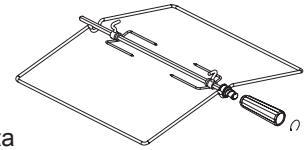
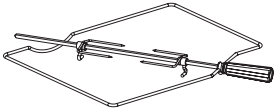

рис. 10
рис. 10.1
■ Электрошкаф может комплектоваться вертелом со съемной рукояткой (рис.10). В зависимости от комфортности, электрошкафы могут комплектоваться вертелами другого исполнения (рис.10.1). При установке и извлечении вертела использовать рукоятку, которая накручивается на резьбовую втулку.